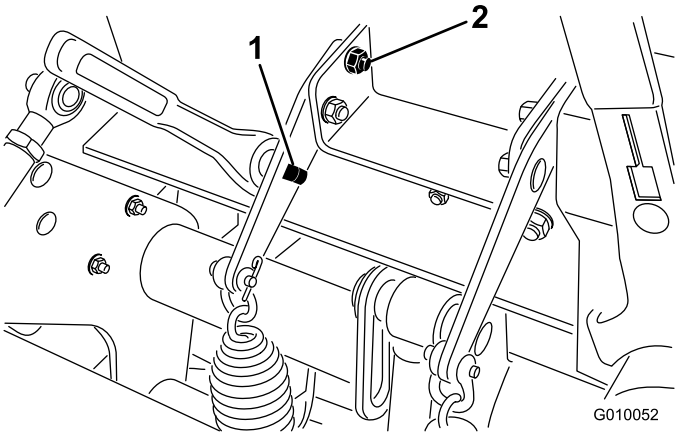

Figur 37
2. Sæt en skraldenøgle på 1/2 tomme eller et ledhåndtag ind i det firkantede hul i fjederpladen (Figur 37).